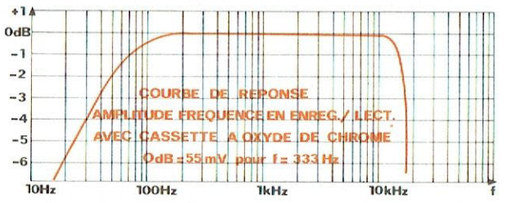

Fig. 30
- La figure 30 donne l'allure de la courbe de réponse amplitude fréquence relevée pour les conditions du § ci-dessus.